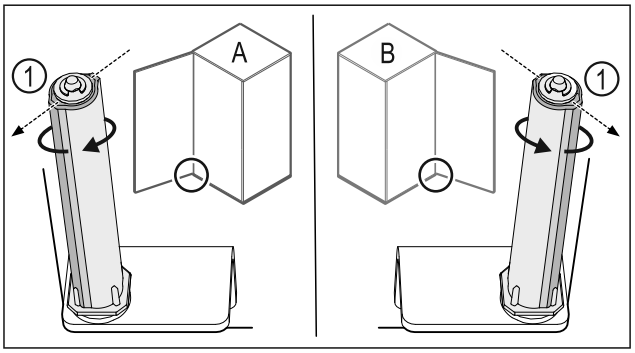

*Fig. 42 Opritorul din stânga (**A**) / opritorul din dreapta (**B**)*
▶ Rotiți sistemul de închidere până la rezistență, până când pragul sistemului de închidere *Fig. 42 (1)* este orientat spre exterior.